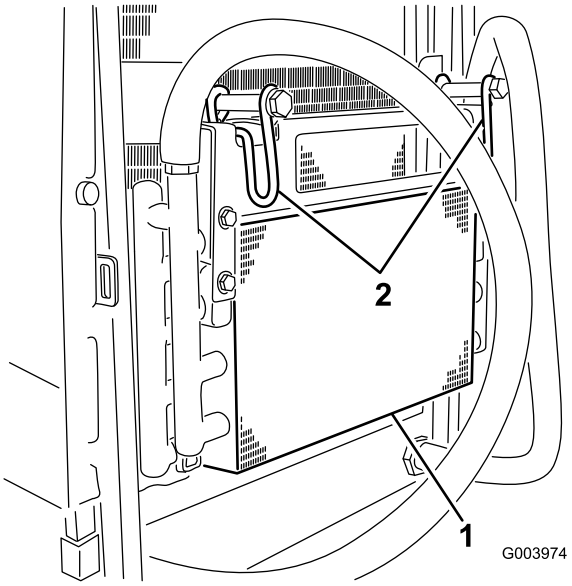

Figur 65
5. Vrid spärrhakarna inåt för att frigöra oljekylaren (Figur 65).